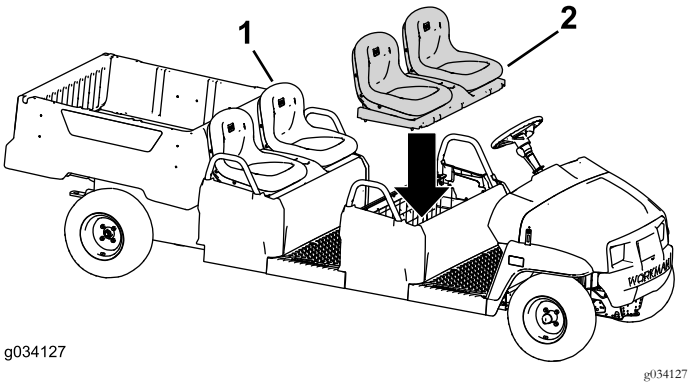

Figura 99
2. Montate il gruppo del sedile originale sulla fila del sedile posteriore (Figura 99).
3. Montate il gruppo del sedile sulla fila del sedile anteriore (Figura 99).